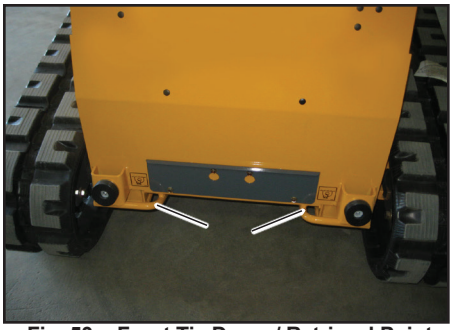

Fig. 53 - Front Tie Down / Retrieval Points
5. Fasten the machine to the hauling vehicle at the points indicated by the tie-down decals (Fig. 53 and Fig. 54).